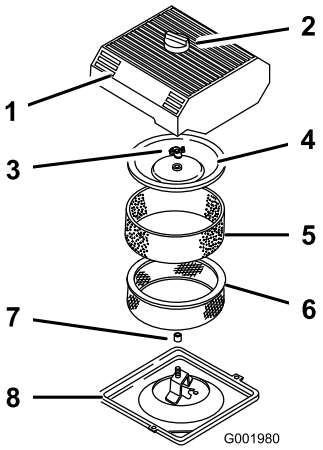

Figur 47
3. Rengør området omkring luftfilteret for at forhindre snavs i at trænge ind i motoren og forårsage beskadigelse (Figur 47).
4. Løsn skruen på luftfilterdækslet, og fjern dækslet (Figur 47).
5. Skub forsigtigt skubelementet af papirelementet (Figur 47).
6. Skru dækslets møtrik af, og fjern dækslet og papirelementet (Figur 47).
1. Skub forsigtigt skubelementet på papirluftfilterelementet (Figur 47).
3. Monter dækselmøtrikken fingerstramt mod dækslet (Figur 47).
4. Påsæt luftfilterdækslet og skruen (Figur 47).